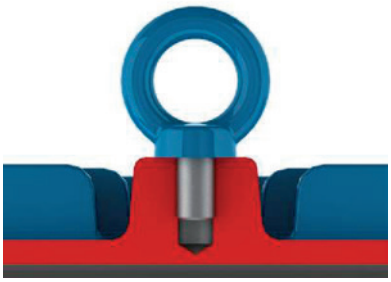
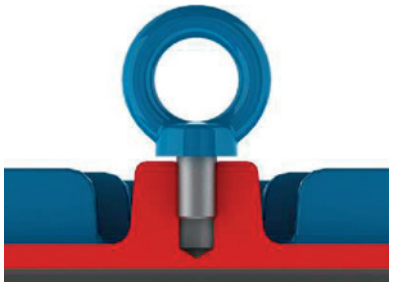

Bild 4.1 - *Richtige Befestigung der Transportösen*
Bild 4.2 - *Falsche Befestigung der Transportösen*
Vor jedem Transport ist sicherzustellen, dass die Transportösen komplett eingeschraubt sind und mit ihrer gesamten Fläche plan aufliegen. Bild 4.1 und Bild 4.2 zeigen den richtigen Einbau der Transportöse.
1. Sicherstellen, dass die Transportösen richtig befestig sind. Siehe Bild 4.1;
1. Sicherstellen, dass die Transportösen komplett eingeschraubt sind und mit ihrer gesamten Fläche plan aufliegen. Siehe Bild 4.1;